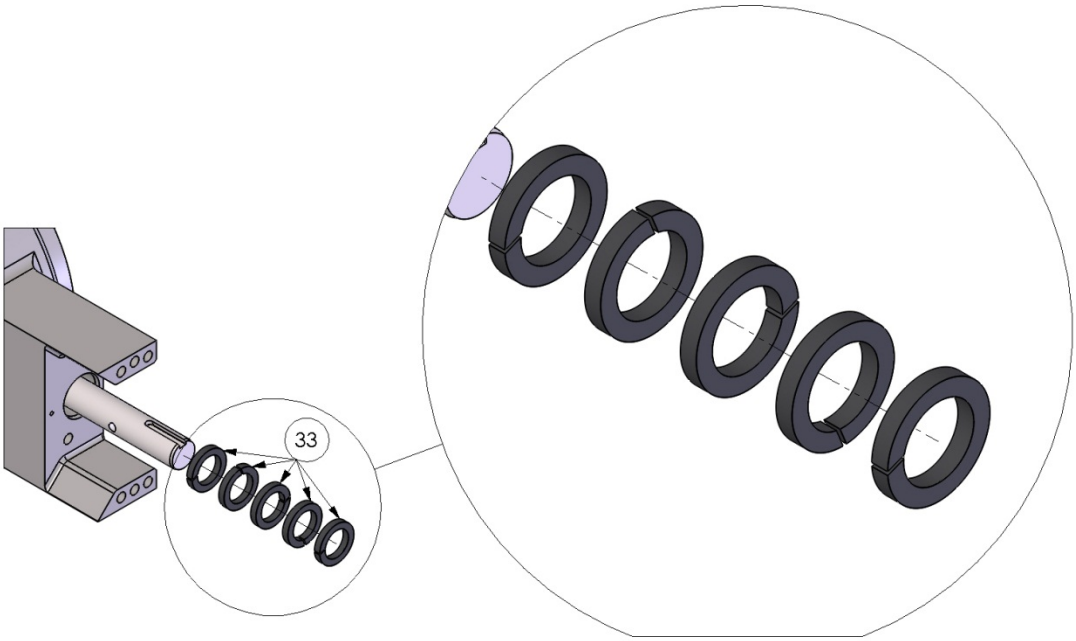

Рис. 5a
b. Вставить комплект новой набивки (Поз. 33), убедившись, что стык каждого последующего кольца смещен на 90° по сравнению с предыдущим. (см рис. 5a)